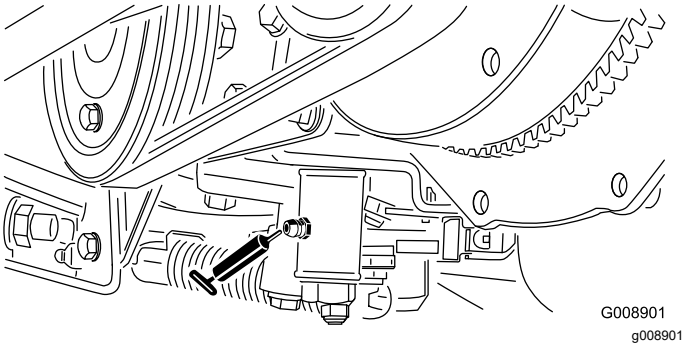

Rysunek 66
2. Unieś tył maszyny, podstawiając podnośnik pod silnik tylnego koła. (Rysunek 66).
- Mechanizm regulacji pozycji neutralnej (Rysunek 66)